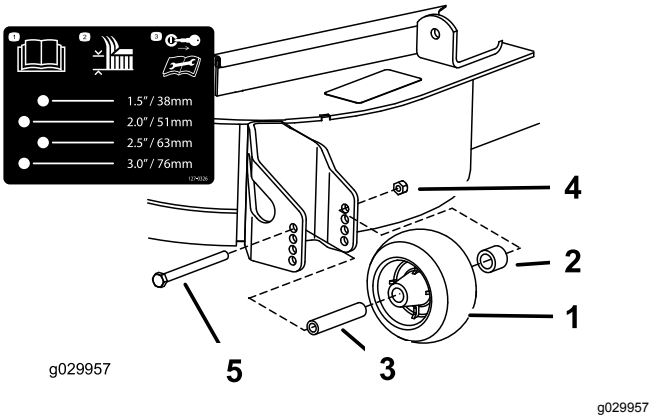

Figuur 34
3. Stel de antiscalpeerrollen af zoals wordt getoond in Figuur 32, Figuur 33 en Figuur 34.